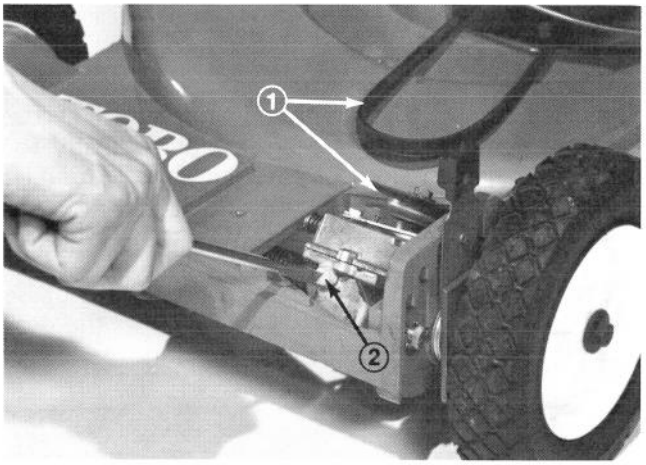

Figure 43
4. Tip gear case upward, remove belt assembly from pulley, clean area around plastic plug and remove plastic plug from gear case (Fig. 43).